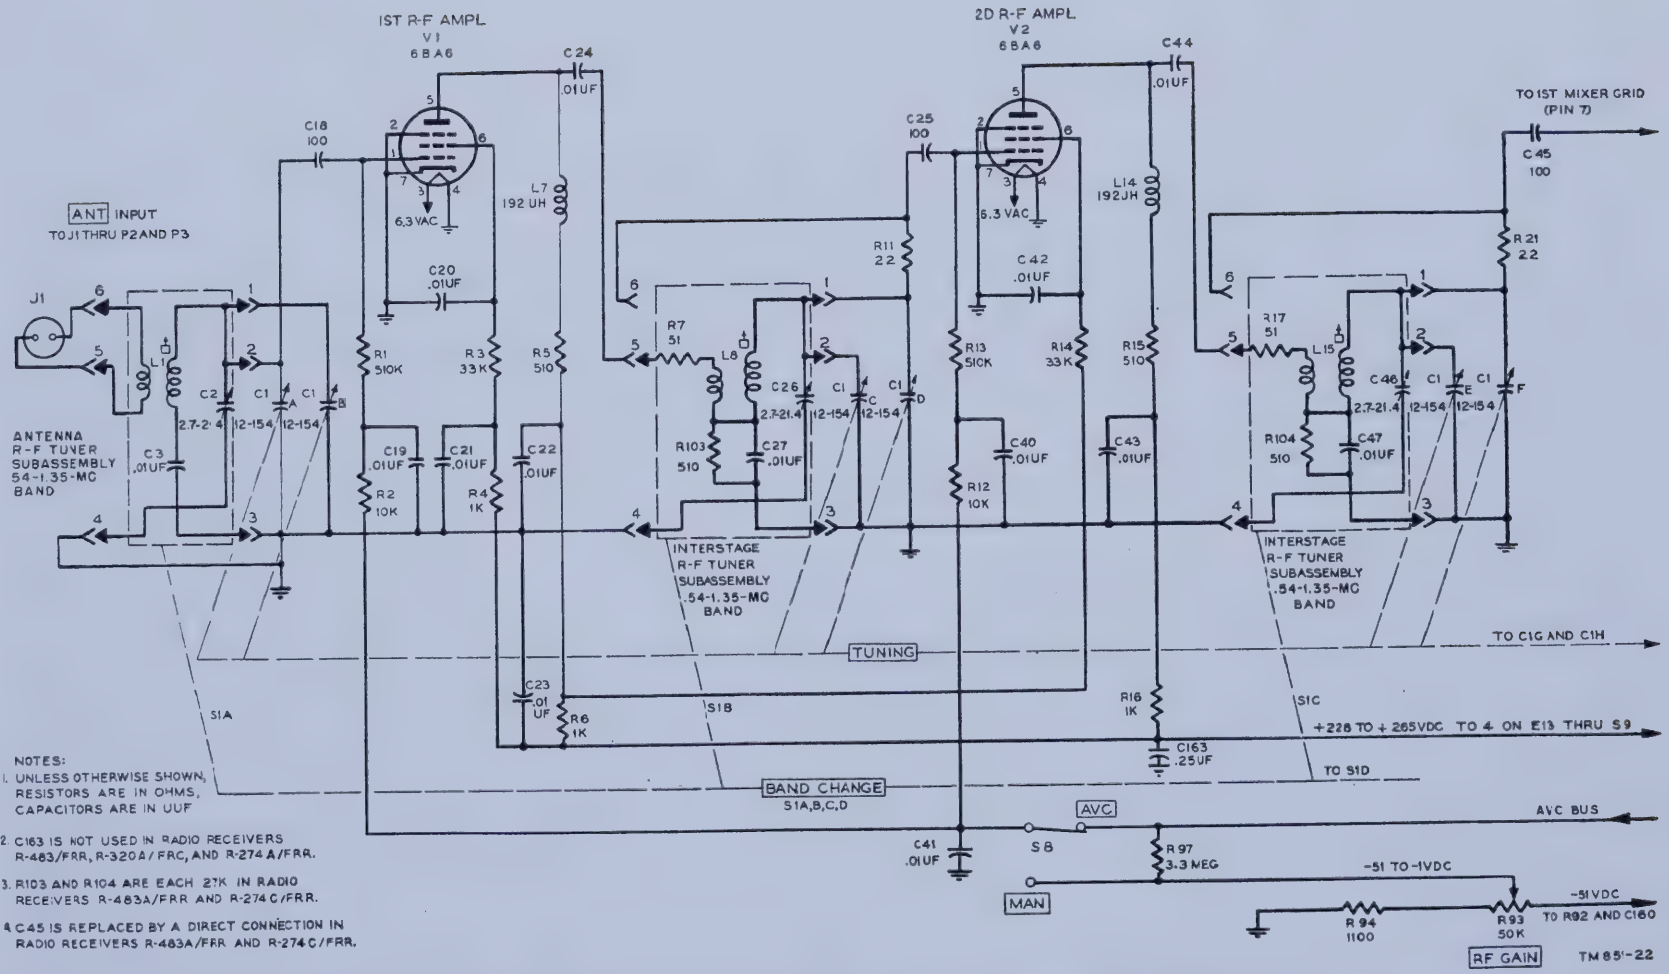
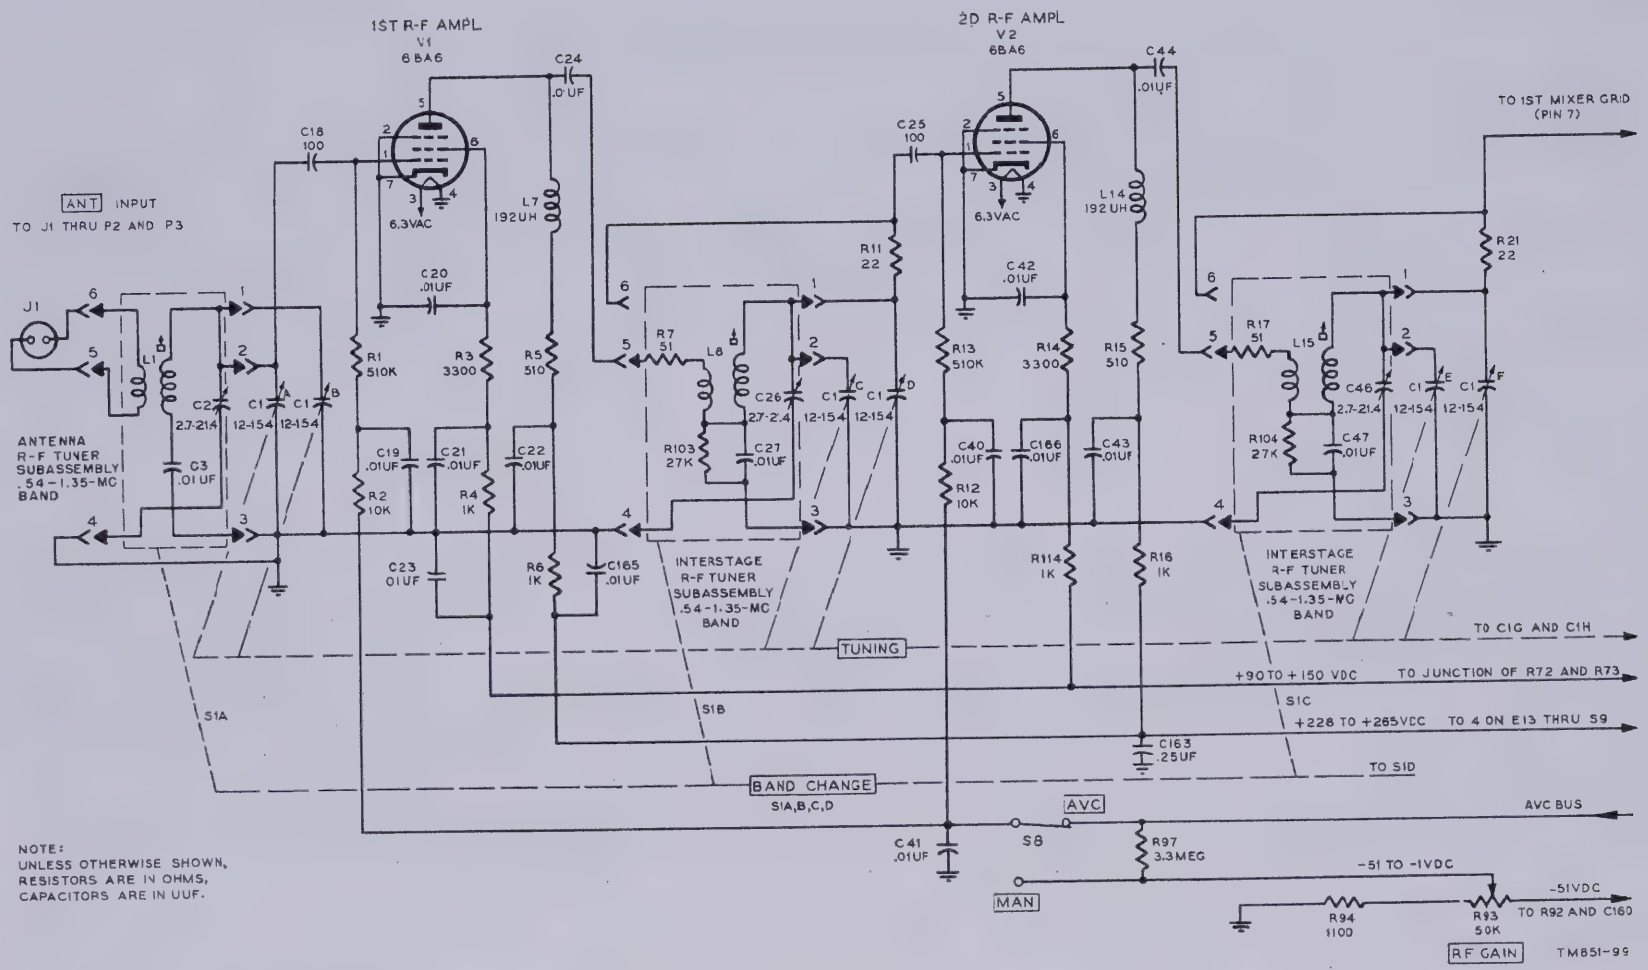
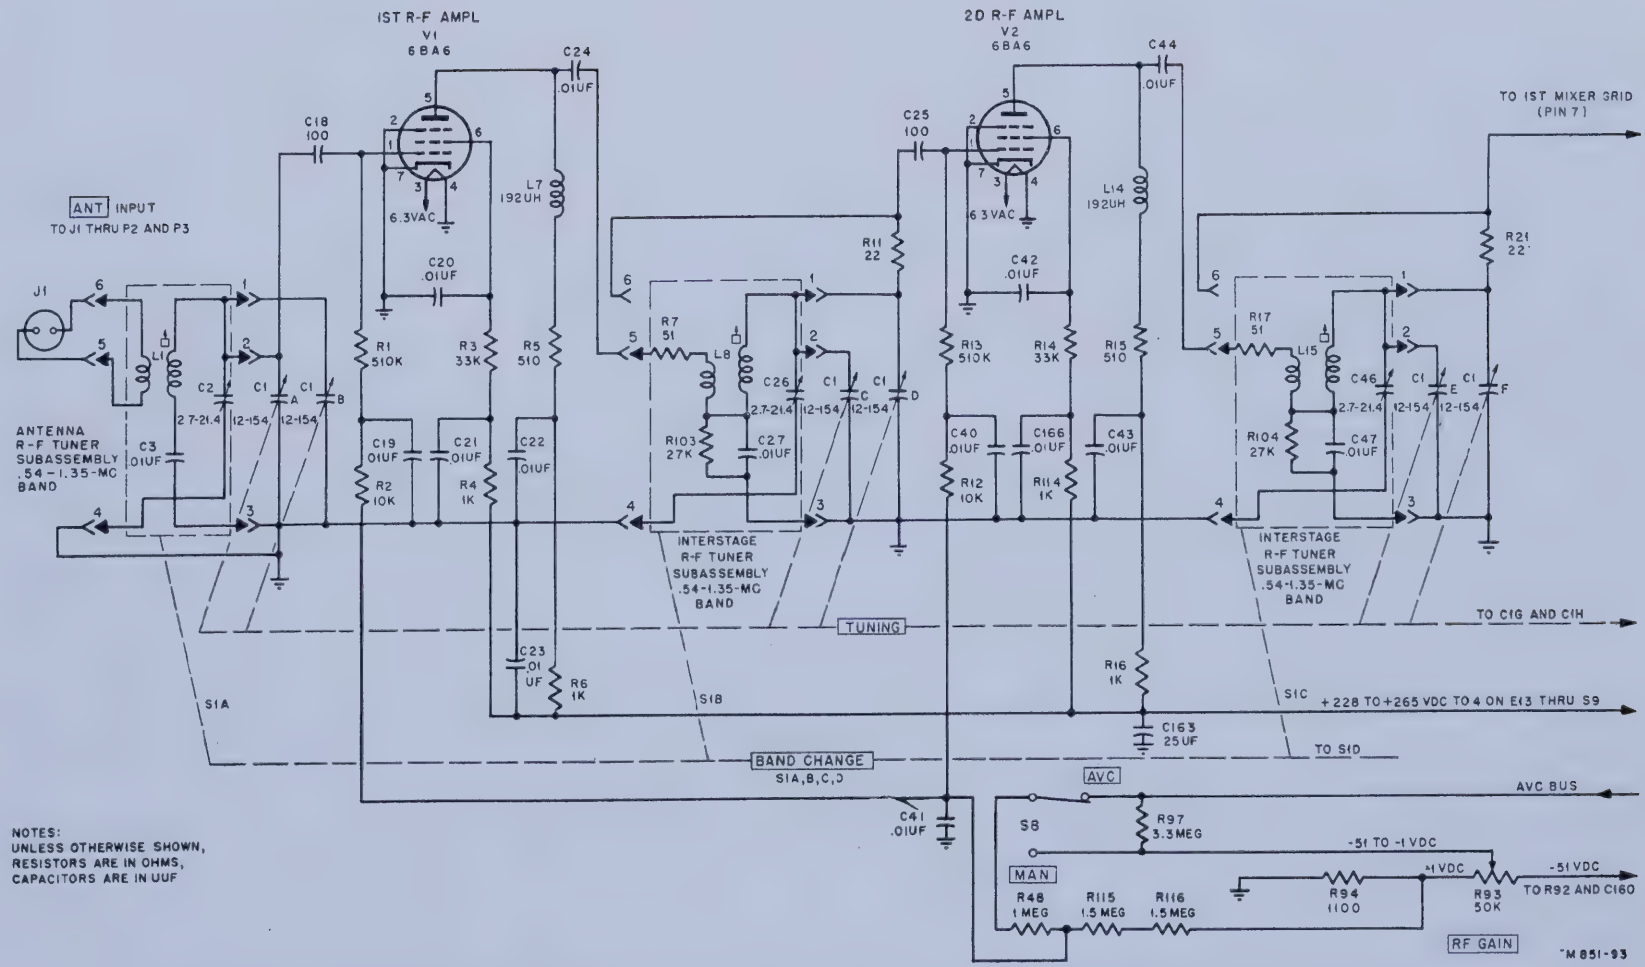

Figure 23. Radio receiver, all types, other than R–274C/FRR from serial No. 487, schematic diagram of two-stage r-f amplifier shown for band 1.
Figure 24. Radio Receiver R-274C/FRR, from serial No. 487 through 1569, schematic diagram of two-stage r-f amplifier shown for band 1.
Figure 25. Radio Receiver R-274C/FRR, from serial No. 1570, schematic diagram of two-stage r-f amplifier shown for band 1.
(figs. 23, 24, and 25)
b. Screen voltage is applied (from terminal 4 on terminal board E13) through a decoupling circuit (resistor R4 and capacitors C21 and C23) and the screen decoupling circuit (screen voltage-dropping resistors R3 and screen r-f bypass capacitor C20) (fig. 23). Plate voltage is applied (from terminal 4 of E13) through a decoupling circuit (resistor R6 and capacitors C22 and C23), resistor R5, and r-f choke L7. Capacitor C163 provides added supply line decoupling action in Radio Receivers R–483A/FRR and R–274C/FRR to serial No. 486. Separate screen voltage supply is provided V1 (from the junction of resistors R72 and R73) (fig. 24). Note that R3 now is 3,300 ohms. The plate voltage supply to V1 is outlined in figure 23, but decoupling capacitor C165 has been added, and C23 no longer provides for plate decoupling action. In figure 25, the screen and plate voltages are applied as outlined in figure 23 with C163 included. Capacitor C24 blocks the plate voltage from the tuned-plate circuit. Bias voltage is applied to the grid through AVC-MAN switch S8 and resistors R2 and R1. When S8 is in the MAN position, negative d-c voltage from the movable arm of RF GAIN control R93 is impressed directly to S8. When S8 is in the AVC position, this is still the case but resistor R97 is connected between S8 an R93. Resistor R94 provides a negative bias of 1 volt to the grid when R93 is set fully clockwise, usually when S8 is at AVC. Also, the avc negative bias developed by the avc rectifier is applied fully to the grid through S8, R2, and R1 (figs. 23 and 24), but particularly so in figure 25, since resistors R48, R115, and R116 act as a voltage divider from the avc bus to the —1-volt d-c bias supply. The screw terminal tap junction between R48 and R115 is that normally used; the terminal between R115 and R116 is used for the direction finder use of the receiver. Capacitor C18 blocks the bias voltage from the tuned-grid circuit. Capacitors C19 and C41 and resistor R2 act as a filter in the avc line and have some effect on the time constant of the avc circuit. R97 isolates the avc bias to the grid circuit. In figure 25, when S8 is at AVC and R93 is set elsewhere than at the maximum clockwise position, the actual negative bias effective at the grid is a complex resultant of the avc bias developed and the bias caused by the setting of R93.
b. In figure 23, screen voltage is applied (from terminal 4 on terminal board E13) through a decoupling circuit (resistor R6 and capacitors C22 and C23), and the screen decoupling circuit (screen voltage-dropping resistor R14 and screen r-f bypass capacitor C42). Plate voltage is applied (from terminal 4 of E13) through a decoupling circuit (resistor R16 and capacitor C23 and C43), resistor R15, and r-f choke L14. Separate screen voltage supply is provided V2 (from the junction of resistors R72 and R73) (fig. 24). Note that R14 now is 3,300 ohms. The plate voltage supply to V2 is outlined in figure 23, but C165 has been added, and C23 no longer provides for plate circuit decoupling action. In figure 25, the screen and plate supply voltages are applied as outlined in figure 23, with C163 included; also resistor R114 and capacitor C166 are used to provide for further screen circuit decoupling action. Resistor R6 is no longer in the screen voltage supply to V2. Capacitor C44 blocks the plate voltage from the tuned-plate circuit. Bias voltage is shunt-fed to the grid through AVC-MAN switch S8, and resistors R12 and R13; the avc negative bias and bias rectifier voltages impressed on the grid are the same as those outlined for V1 (par. 54*b*). Capacitor C25 blocks the bias voltage from the tuned-grid circuit. Capacitors C40 and C41 and resistor R12 act as a filter in the avc line and have some effect on the time constant of the avc circuit.
c. Signal voltage across L8 is coupled through resistor R11 and capacitor C25 to the control grid of the 6BA6 tube used in the stage. The amplified signal output of the stage appears across C1F. It is coupled through resistor R21 and capacitor C45 (fig. 23) to first mixer V5, but C45 is not used in figures 24 and 25. R13 isolates signal input voltages to the control grid and L14 and R15 isolate signal output voltages to the tuned circuit. R15 provides for the blocking impedance presented by L14 and R15 to be more uniform throughout the band than that of L14 alone. Grid suppressor resistor R11 provides against the spurious oscillation of the stage.